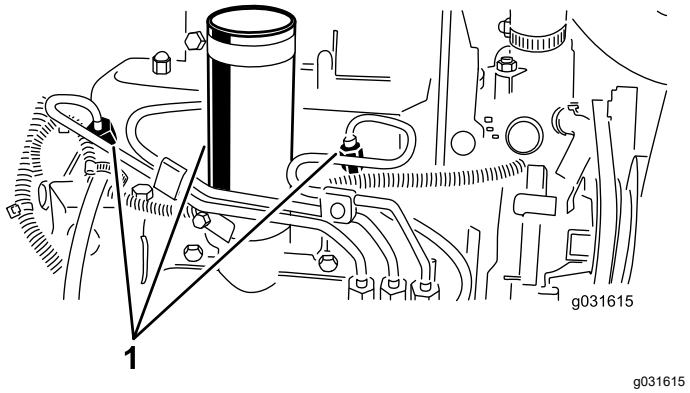

Figura 54
1. Allentate il raccordo dell'ugello n. 1 ed il gruppo portaugelli (Figura 54).